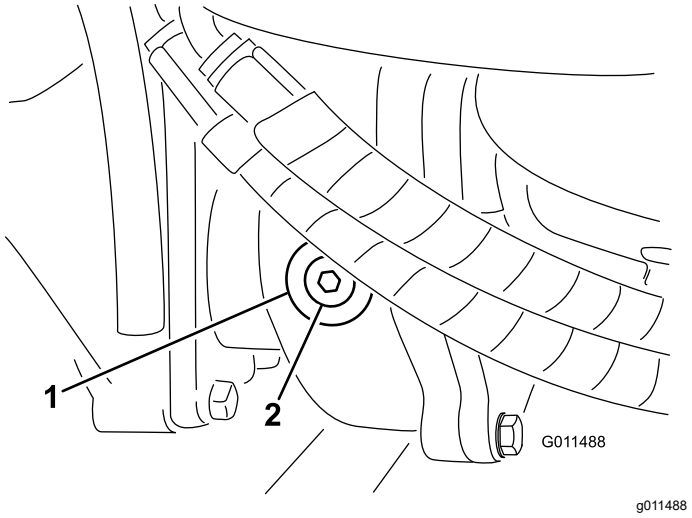

Figur 108
2. Ta bort kontroll-/påfyllningspluggen på växellådans vänstra sida (Figur 108), och kontrollera att oljan når upp till botten av hålet. Fyll på tillräckligt med olja så att den når botten av hålet om nivån är för låg.